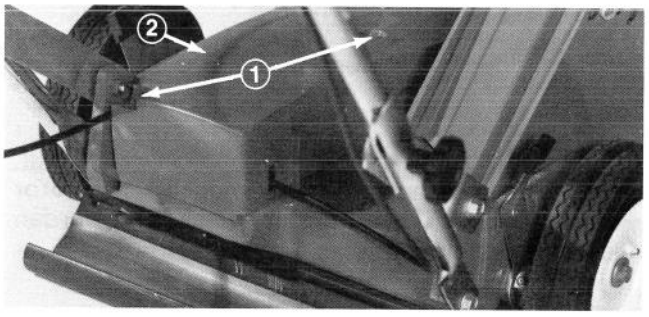

Afbeelding 36
6. Draai het naaldventiel (Afb. 36) heel zachtjes met de klok mee - in - totdat de motor heel gelijkmatig begint te draaien. Deze afstelling kan zonder last urij overmatig zijn, echter de enigszins overmatige afstelling verzekert de juiste werking als de motor belast is.
3. Verwijder de twee kopbouten, die het deksel van de transmissie vasthouden en verwijder het deksel (Afb. 36).
5. Zet de rijsnelheidshefboom op NEUTRAL (N). Breng dan de hefboom ong. 3 mm naar voren en houd in plaats.